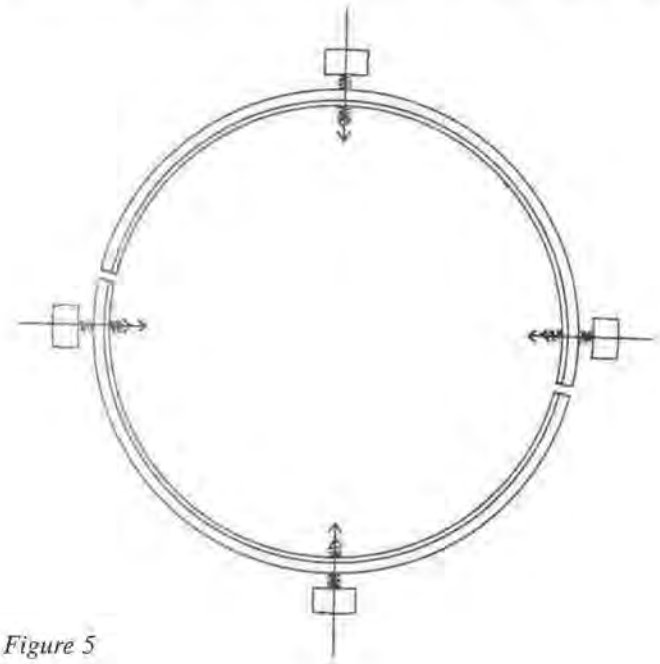

Figure 5
5. Turn the meantime screws toward the balance center. (See Figure 5.)